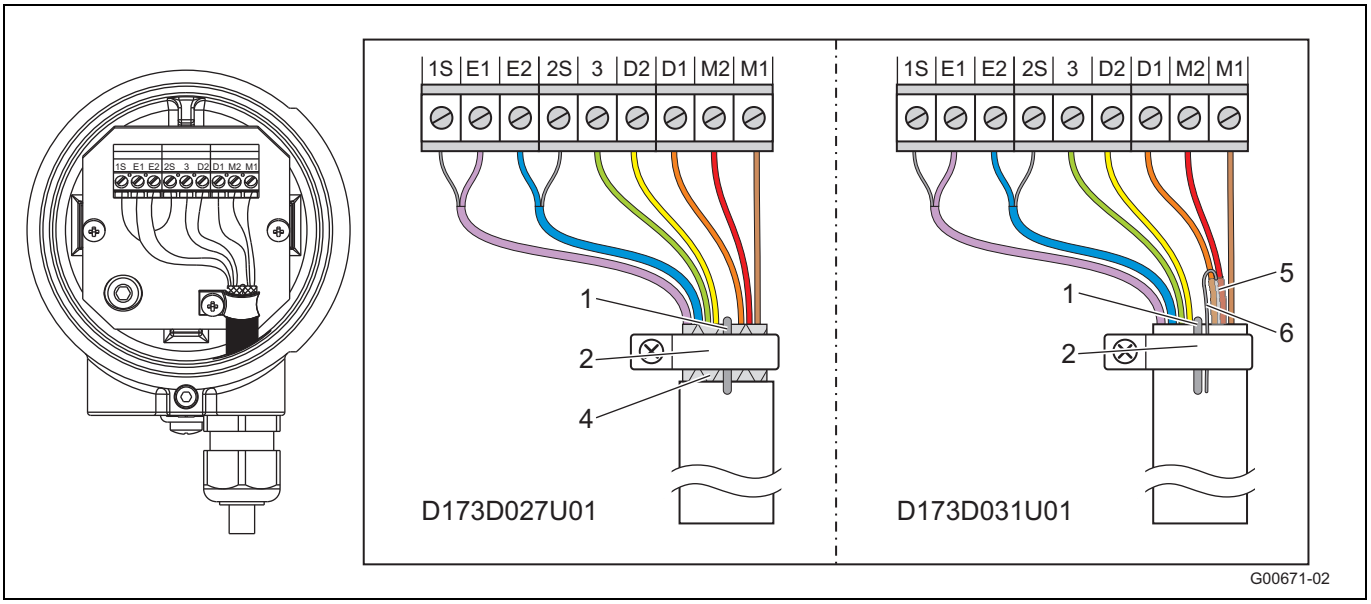

Fig. 33
- Conecte todos los conductores restantes procediendo como se muestra en Fig. 33.